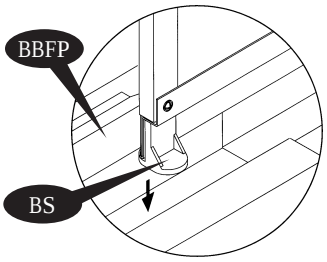

Fig.1
17. Slide the Door panel assembly into the base bar front (BBFP). Make sure the bottom slider (BS) should slide inside the base bar front. See fig. 1.